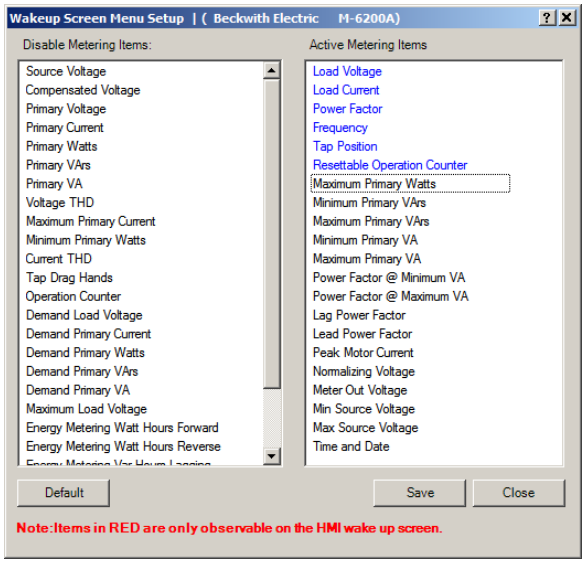

Figure 4-16 Wakeup Screen Menu Setup Dialog Screen
1. Select **Setup/Wakeup Screen Menu Setup** from the TapTalk toolbar. TapTalk will display the "Wakeup Screen Menu Setup" dialog screen (Figure 4-16).